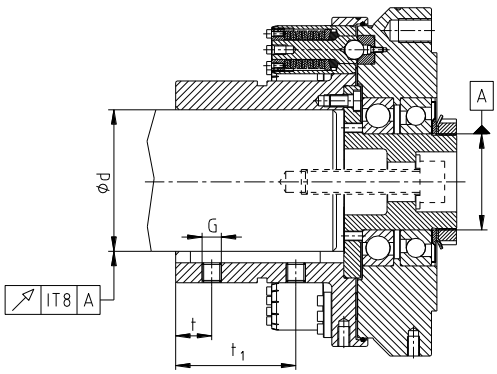

Bild 5: Rund- und Planlaufgenauigkeit
- Die Rund- bzw. Planlaufgenauigkeit (siehe Bild 5) ist einzuhalten.